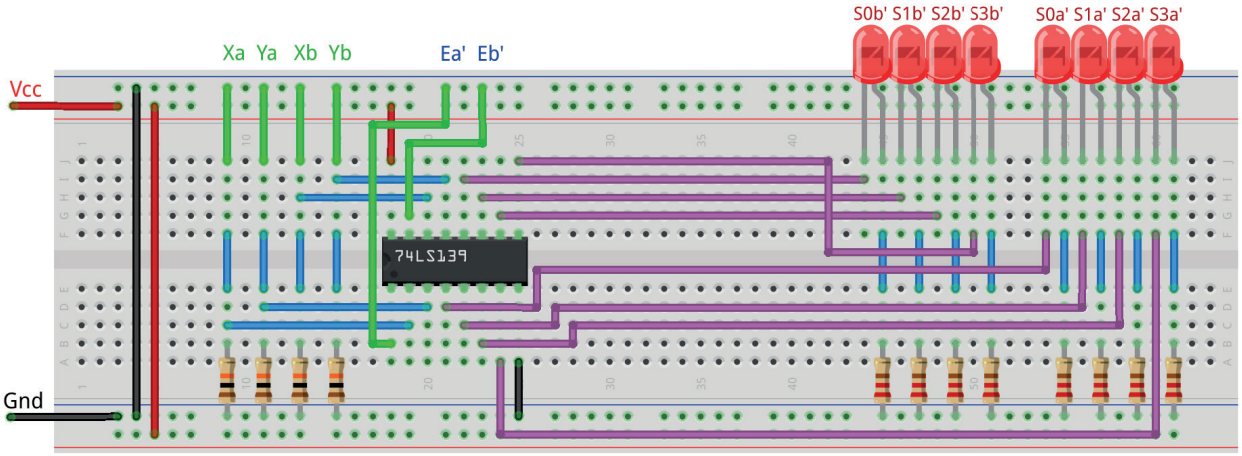

Figura 7.15 – Disposição dos componentes na placa de montagem.
1. Monte o circuito na placa de montagem, conforme figura 7.15.